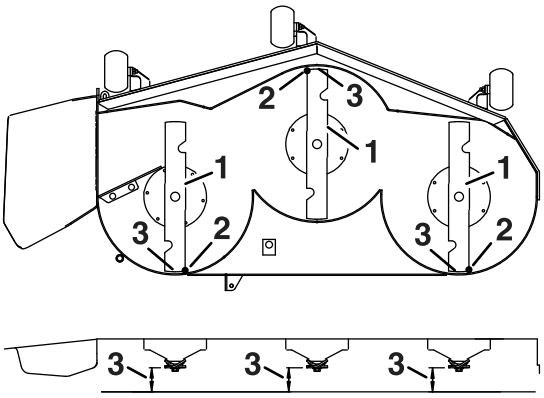

Figur 72
4. Roter knivene forsiktig slik at de står på langs (Figur 72).
5. Mål fra tuppen på den fremre kniven til den flate overflaten, og tuppen på den bakre kniven til den flate overflaten (Figur 72).